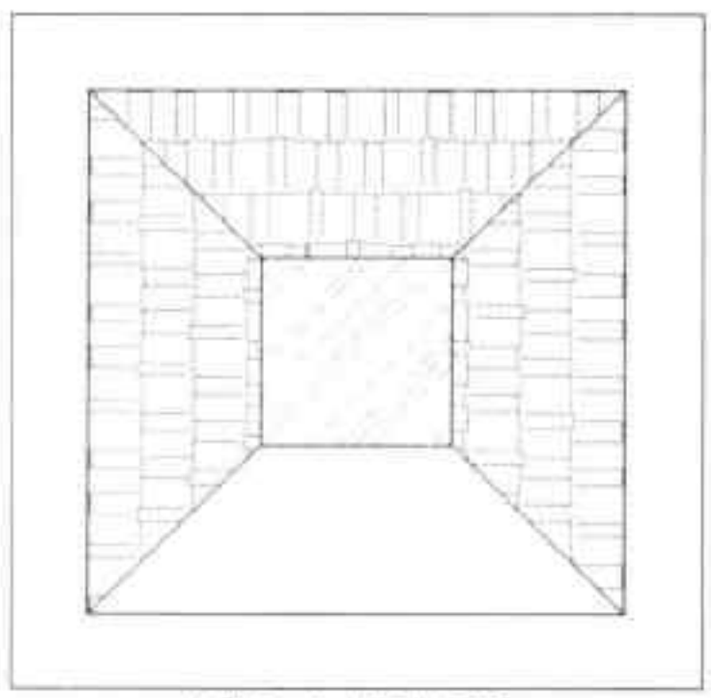

图20-7 填充图形
Step 07 执行“填充”命令，选择相同的图案，设置角度为 90°、比例为 1，对图形进行填充，如图 20-7 所示。